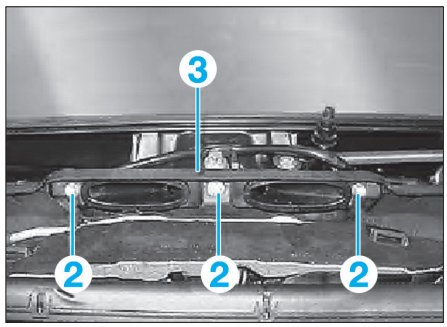

Fig. 19
• Déposer les vis (2) et enlever la paroi de limitation du chauffage (3) **(Fig.19)**.